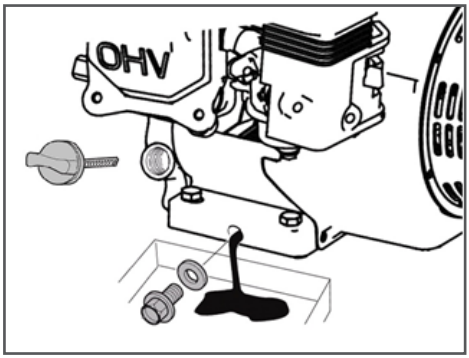

Рис. 14 Замена моторного масла
2. Очистите от загрязнений зону вокруг маслозаливной горловины. Извлеките щуп из маслозаливной горловины и протрите его чистой ветошью (Рис. 14).
3. Выкрутите болт отверстия для слива масла и слейте отработанное масло в подготовленную для этого емкость (Рис. 14), после чего закрутите болт.